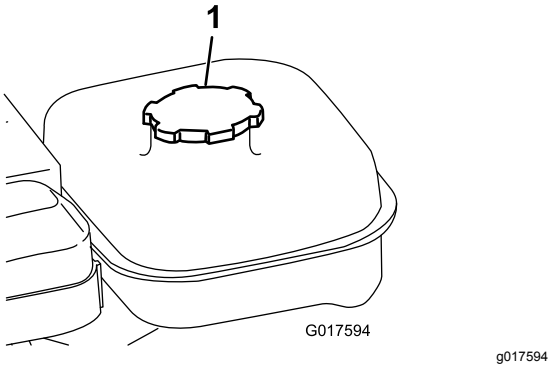

Figur 21
1. Rengør området omkring brændstoftankens dæksel, og fjern dækslet fra tanken (Figur 21). Fyld ikke brændstoftanken højere op end til bunden af filteret.